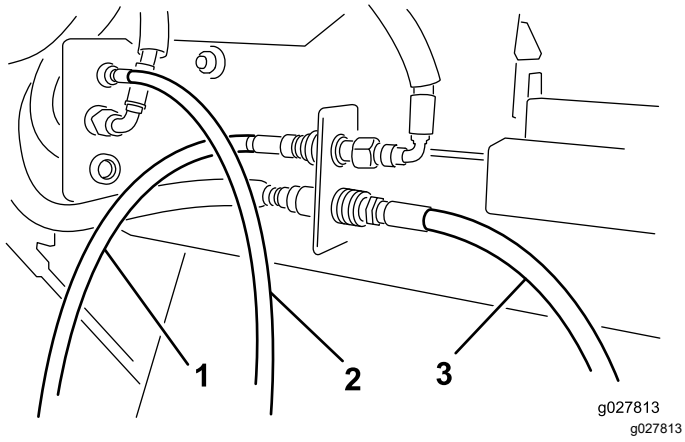

Figur 5
5. Koble hurtigkoblingene for slangen til hydraulikkmotoren til Versa Vac-koblingene som vist i Figur 5.